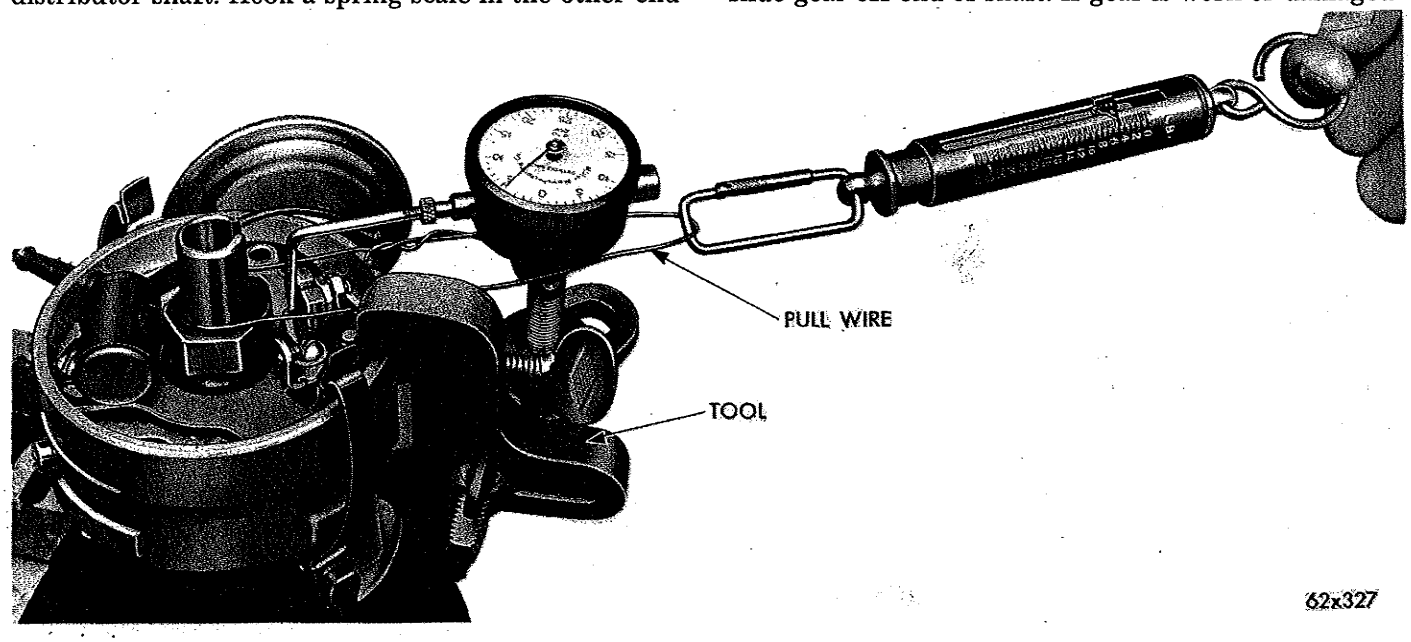

*Fig. 3—Shaft and Bushing Wear Test*
Use the following procedure when removing the high tension cable from the spark plug. First, remove the cable from the retaining bracket. Then grasp the cable **by hand** as close as possible to the spark plug and use a straight and steady pull (Fig. 3). **Do not use pliers and do not pull the cable at an angle.** Doing so will damage the insulation, the cable terminal or the spark plug insulator. **Wipe the spark plug insulator clean before reinstalling the cable and cover.**
(1) Remove distributor rotor.
(2) Disconnect primary lead wire at distributor terminal. **Do not loosen** removable contact arm spring retaining nut.
(3) Clamp distributor hold-down arm in a vise equipped with soft jaws and apply only enough pressure to restrict any movement of the distributor during this test.
(4) Attach a dial indicator to distributor housing so indicator plunger arm rests against movable arm at rubbing block and with rubbing block of movable contact arm on highest point of a cam lobe (Fig. 3).
(5) Place one end of a wire loop around the top of distributor shaft. Hook a spring scale in the other end of the wire loop and pull on a line with the plunger of the indicator gauge. The wire loop must be down on the distributor shaft to insure a straight pull also be sure that the wire loop does not interfere with the indicator or indicator holding bracket. Apply a five pound pull and read the movement of the plunger on the indicator dial. (Be sure the rubbing block of the movable contact arm is on the highest point of the cam lobe during this test.) If the plunger movement exceeds .006 inch, replace the bushings and/or distributor shaft, see "Distributor Disassembly."